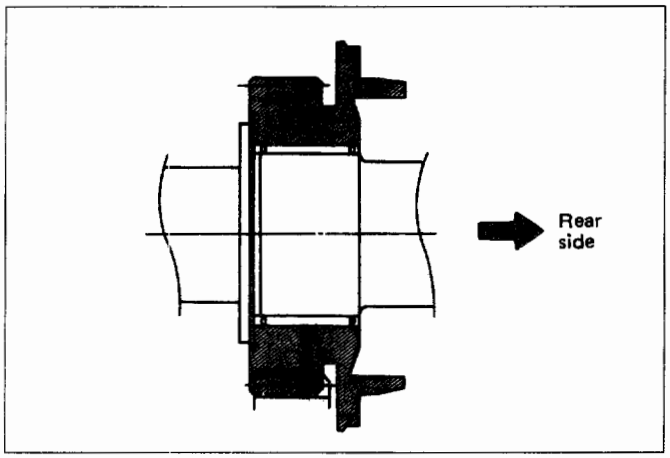

Fig. 7B-91
The 2nd gear dog teeth must be facing the transmission rear side (Fig. 7B-91).
23. 2nd inside ring (Fig. 7B-92)